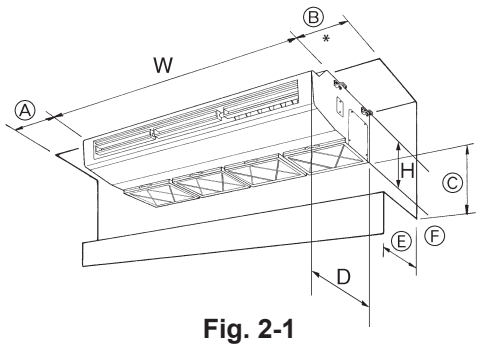

Fig. 2-1
2.1. Наружные размеры прибора (Внутренний прибор) (Fig. 2-1)